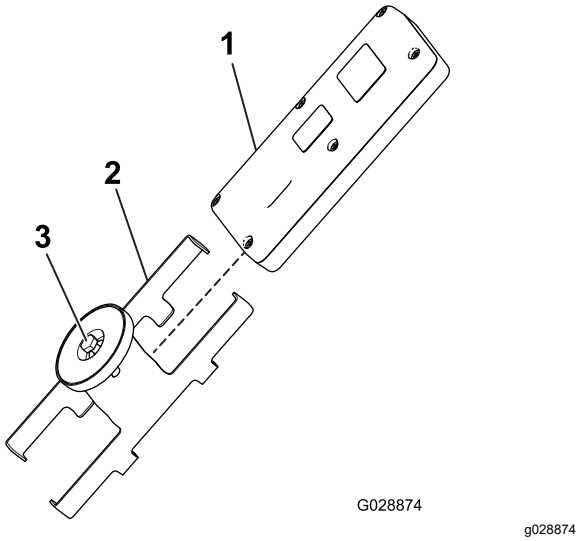

Figur 14
5. Montera handkontrollen på det magnetiska fästet för handkontrollen, dra ihop halvorna för att fästa handkontrollen och dra åt bulten i magneten (Figur 14).